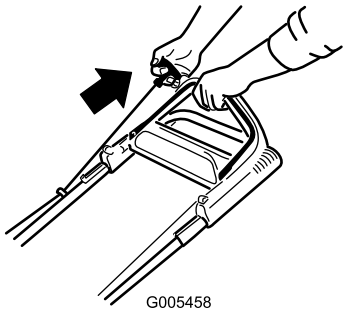
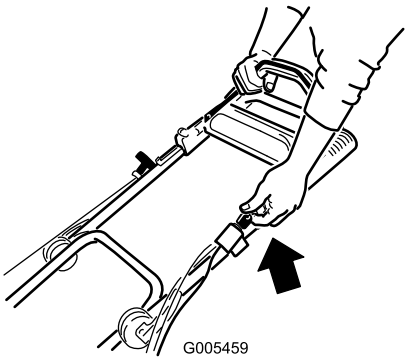

**Figur 14**
**Figur 15**
3. Træk tilbageslagsstarteren (Figur 14), eller drej tændingsnøglen som vist i Figur 15 (kun model 20638).